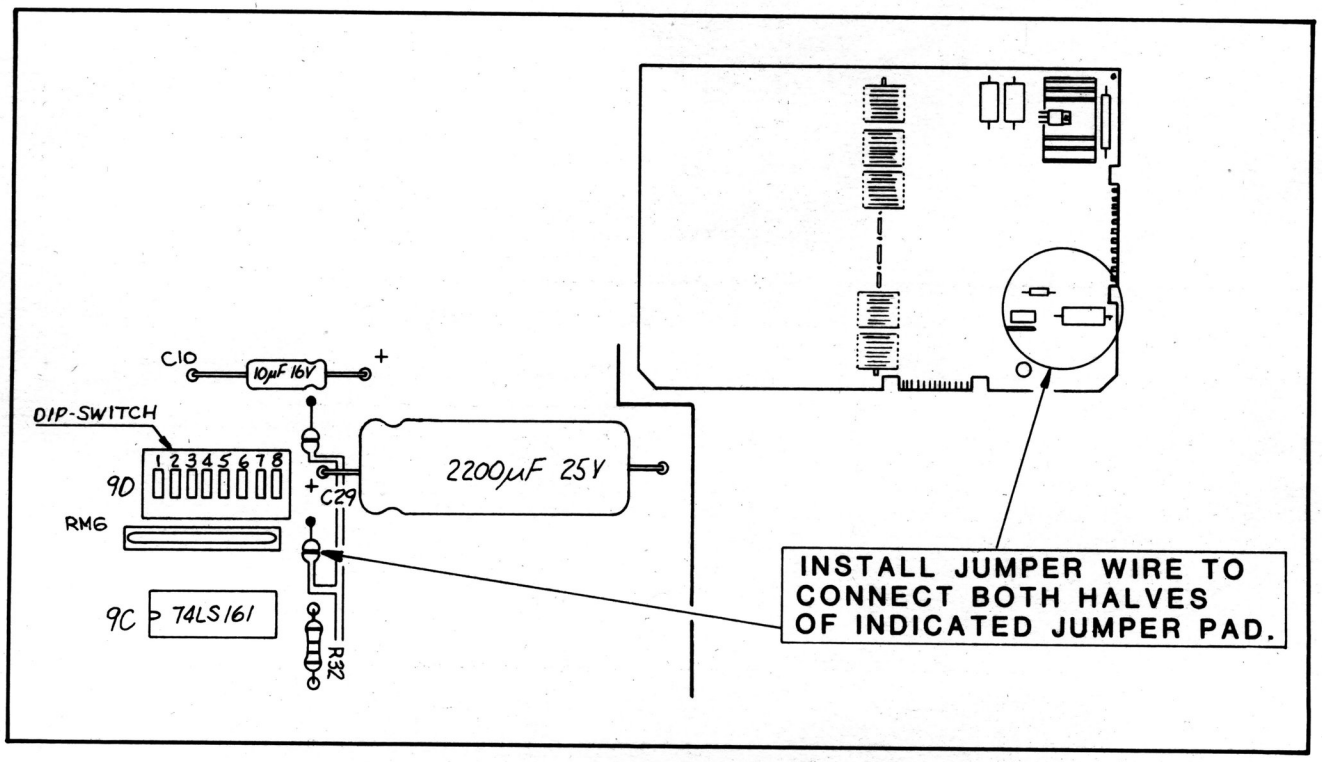

Figure 30 Changing difficulty level of game
2. Remove the coating of green insulatory material over the two halves of the jumper pad shown in Figure 30. **BE CAREFUL NOT TO DAMAGE THE FOIL OF THE JUMPER PAD IN ANY WAY.**